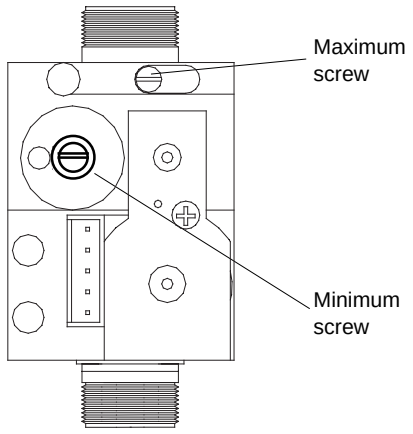

Fig. 33
- using a suitable screwdriver, very slowly turn the minimum adjustment screw (see fig. 33) – clockwise to increase, counter clockwise to decrease – until the correct value is displayed on the CO_2 analyser (allow time for the analyser to stabilise).
- using a suitable screwdriver, very slowly turn the maximum adjustment screw (see fig. 33) – clockwise to increase, counter clockwise to decrease – until the correct value is displayed on the CO_2 analyser (allow time for the analyser to stabilise).